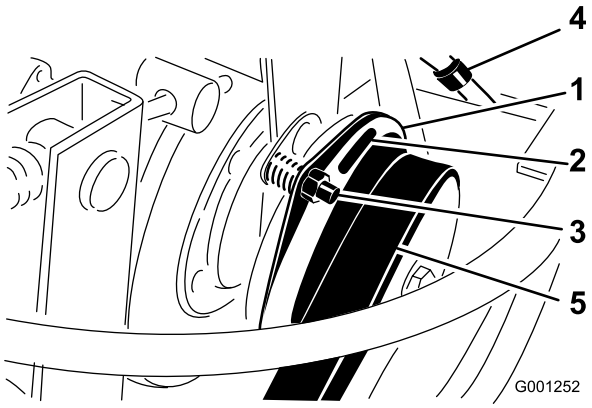

Figur 65
3. Juster avstanden slik at et 0,4 mm følerblad kan skyves mellom koblingsbelegget og friksjonsplaten ved hjelp av lett trykk (Figur 65). Avstanden kan reduseres ved å vri mutteren med klokken (Figur 65). Maksimal avstand er 0,76 mm. Justere alle tre avstandene.